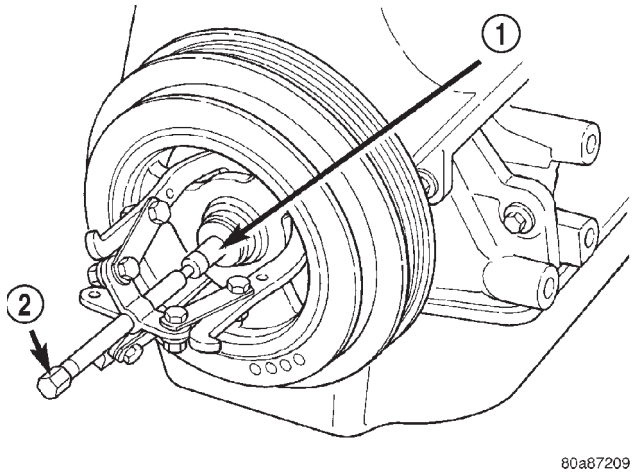

Abb. 69 Schwingungsdämpfer/Kurbelwelle—Ausbau
(1) Antriebsriemen für Zusatzaggregate abnehmen. Siehe hierzu Kapitel 7, “Kühlsystem”.
(2) Fahrzeug anheben und rechtes inneren Spritzschutzschild abbauen.
(3) Schraube des Schwingungsdämpfers der Kurbelwelle herausdrehen. Schwingungsdämpfer mit den Spezialwerkzeugen 1026 und Einsatz 6827-A demontieren (Abb. 69).
(4) Untere Torsionsstrebe abbauen.
(5) Fahrzeug ablassen und Wagenheber unter den Motor stellen.